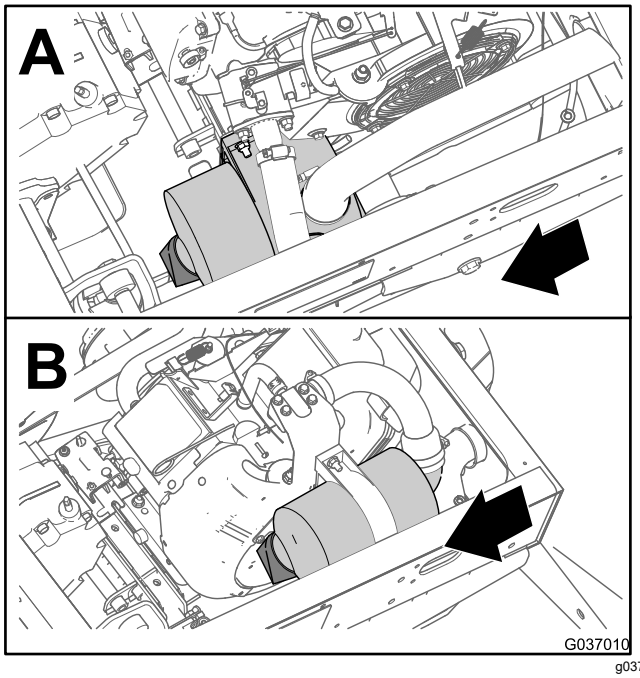
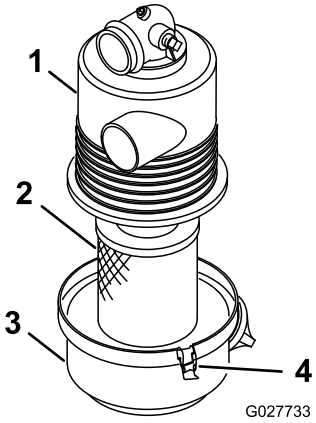

**Figuur 32**
**Figuur 33**
2. Controleer de luchtfilterbehuizing op beschadigingen die een luchtlek zouden kunnen veroorzaken (Figuur 32 en Figuur 33).
3. Open de sluitingen waarmee het deksel van het luchtfilter is bevestigd aan het luchtfilterhuis (Figuur 33).
4. Maak het luchtfilterdeksel los van de luchtfilterbehuizing, en reinig de binnenkant van het deksel (Figuur 33).
3. Steek het luchtfilterelement in de luchtfilterbehuizing (Figuur 33).
4. Lijn het deksel van het luchtfilter uit met de luchtfilterbehuizing (Figuur 33).
5. Bevestig het deksel met de vergrendelingen aan de behuizing (Figuur 33).